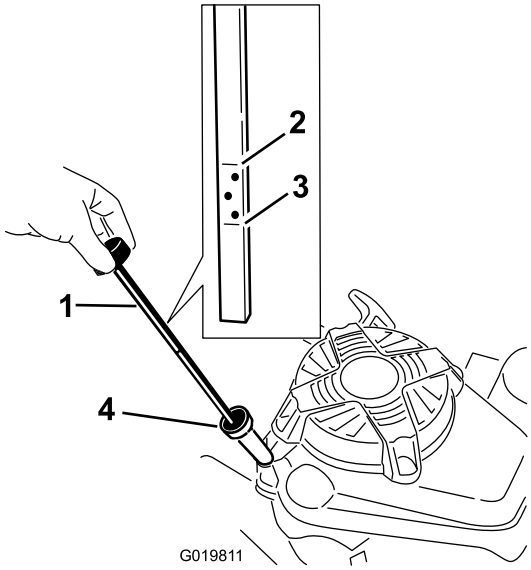

Figura 4
3. Si el cárter está vacío, agregue aproximadamente tres cuartas partes de la capacidad total del cárter por el tubo de llenado de aceite (Figura 4).
6. Observe en la varilla el nivel de aceite (Figura 4).